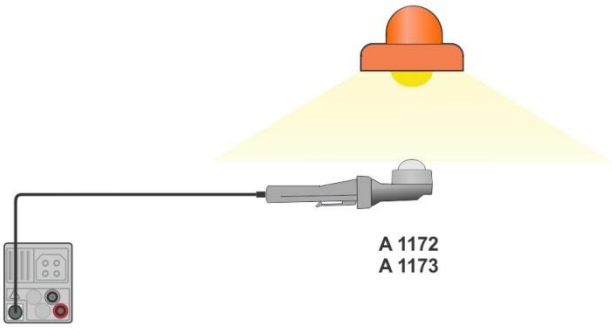

Figure 4.91: LUXmeter probe positioning
- Take the position of LUXmeter probe, see ***Figure 4.91***.